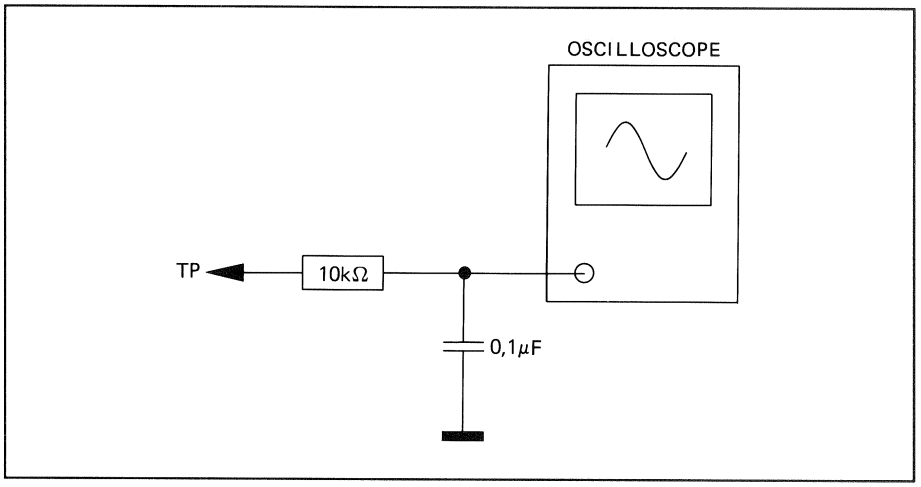

Fig. 7.3
- Oszilloskop über ein RC-Glied gemäss Fig. 7.3 mit Messpunkt TP verbinden.